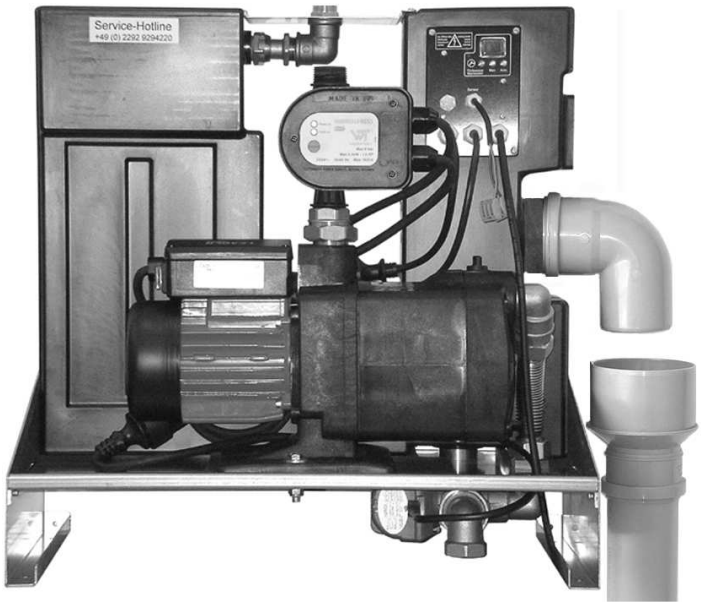

Bild 2
- Achten Sie darauf dass das DN 70 Rohr eine senkrechte Fallstrecke von mindestens 50 cm einhält, bevor ein Bogen gesetzt wird, siehe Bild 2.